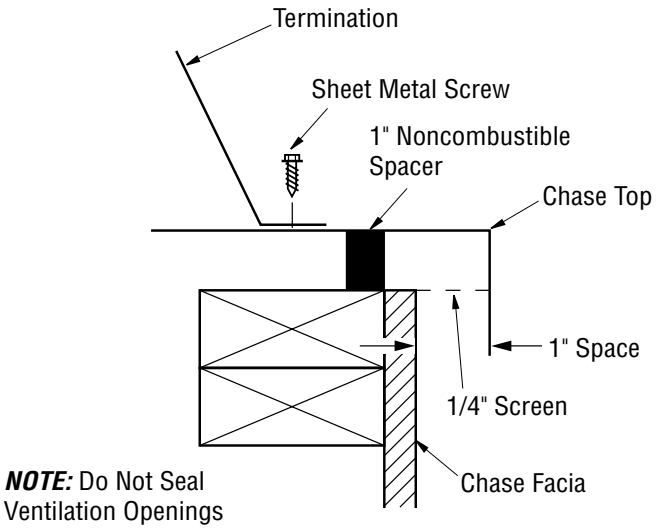

Figure 24 - Securing Termination to Chase Top Flashing with Sheet Metal Screws
3. Place termination cap over opening and slip stainless steel inner pipe into stainless steel chimney section. Lower termination assembly until cap rests evenly over flashing hole. Secure cap at each corner with sheet metal screws *(see **Figure 24**)*.